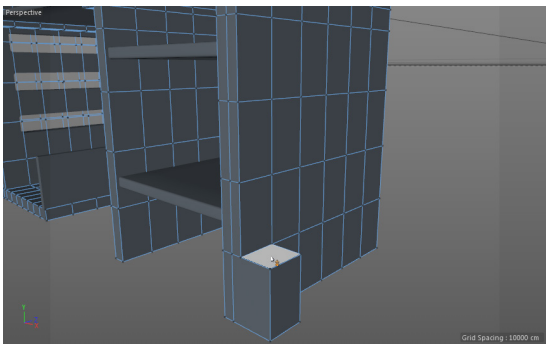
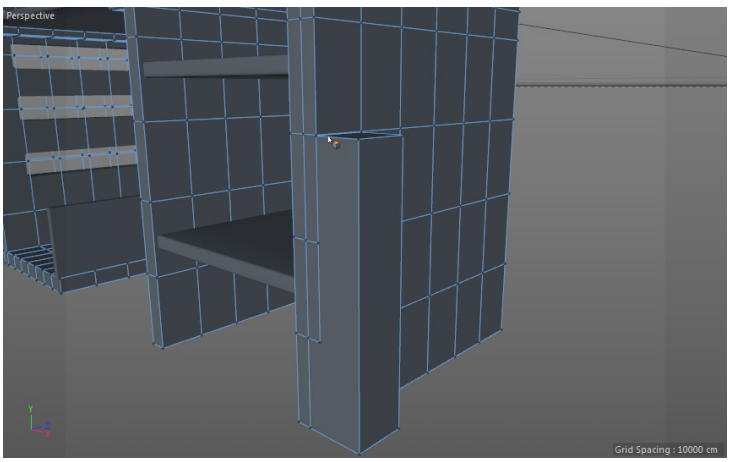

Figure 3-119 *The highlighted polygon of magazine stand*
Figure 3-120 *Dragging the highlighted polygon*
4. Hover the cursor on the top polygon; the polygon is highlighted, as shown in Figure 3-119. Next, hold the CTRL key and drag the highlighted polygon, as shown in Figure 3-120.